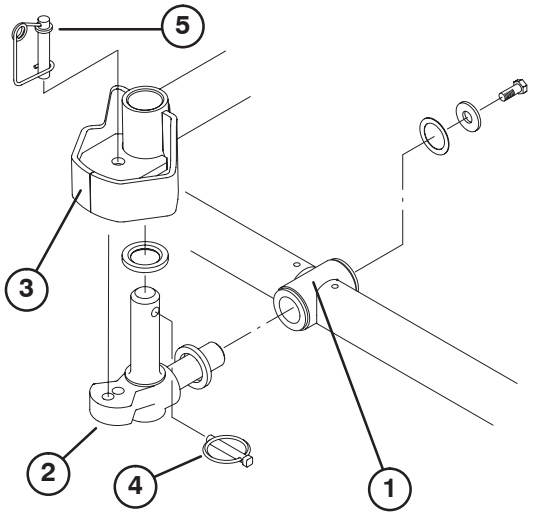

Figur 4
6. Indsæt en trykskive på drejeleddets vandrette aksel som vist i figur 4.